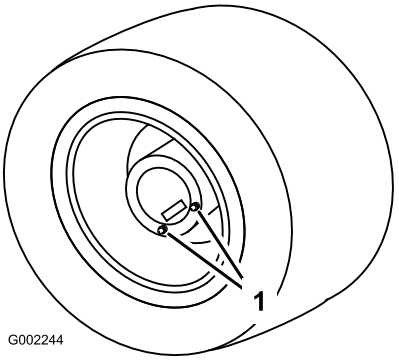

Figur 46
1. Plasser sprederen på en jevn overflate med bakhjulene plassert for tapping slik det illustreres i Figur 46.
3. Plasser et tappefat under tappepluggene og fjern dem fra hjulet (Figur 46).